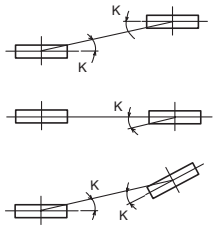

Figure 1 Parallel degree of pulley
(1) Set the parallel angle of the fan and the motor pulley as shown in the table and figure 1 below.
(2) Set the tension of the per one belt when the flexion load is within the range as shown in the figure 1 below at the proper flexion. (A=4.5mm)
(3) Adjust the suitable tension after the belt sit properly across the pulley (after more 24-28 hours working).